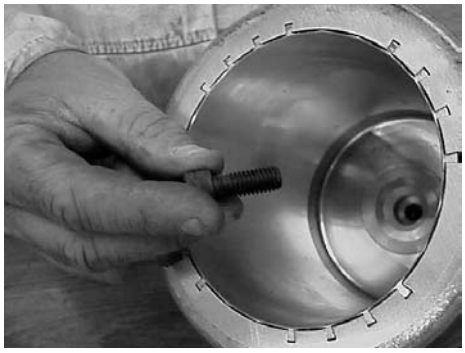

Fig 13
5.16 Hold Drive Shaft (62.62) vertically in vice using soft jaws with OMR facing upwards. Remove the outer magnet ring retention screw (62.S41) - **Fig. 13**
Hold Drive Shaft (62.62) vertically in vice using soft jaws with OMR facing upwards. Remove the outer magnet ring retention screw (62.S41) - **Fig. 13**